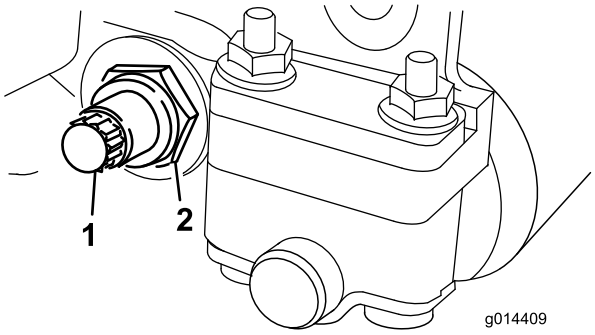
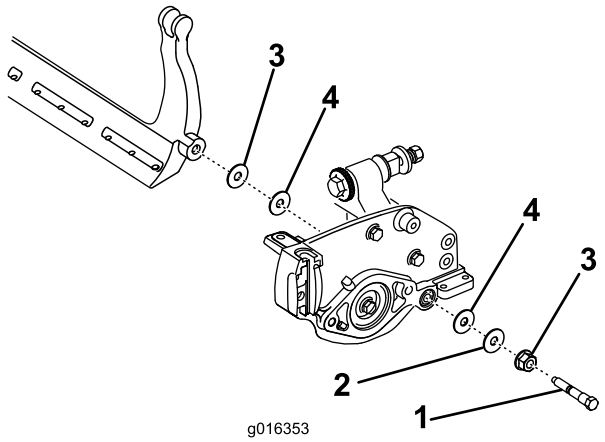

Figur 19
Figur 20
3. Løsn den låsemøtrik, som fastgør bundtværstangens bolt, på hver side af maskinen (Figur 19).
4. Afmonter bundtværstangens bolte, så bundtværstangen kan trækkes nedad og fjernes fra maskinen (Figur 19). Der skal være to nylonskiver og en præget stålskive på hver ende af bundtværstangen (Figur 20).
2. Fastgør bundtværstangen på hver sideplade med boltene (møtrikker på bolte) og 6 skiver. Der skal placeres en nylonskive på hver side af sidepladens nav. Anbring en stålskive på ydersiden af hver nylonskive (Figur 20). Tilspænd bundknivens bolte med et moment på 27-36 Nm. Tilspænd låsemøtrikkerne, indtil den udvendige stålskive holder op med at dreje, og endeslør er fjernet, uden at overspænde eller bøje sidepladerne. Indvendige skiver har muligvis et mellemrum.